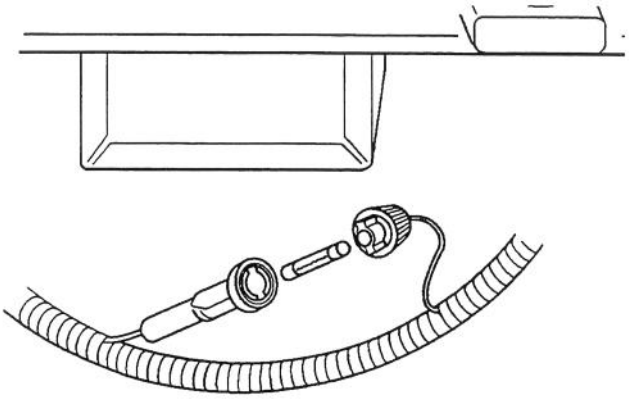

**Fig. 8**
1. Spingere l'una contro l'altra le due sezioni del portafusibile. Ruotare il cappuccio del portafusibile per aprire il portafusibile (Fig. 8).